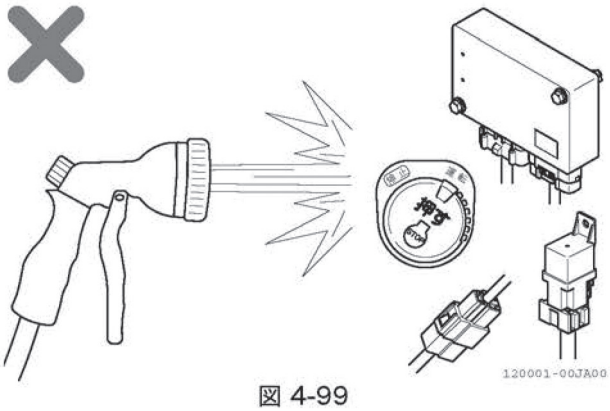

図 4-99
- 高圧洗浄機などにより洗車をするときは、以下の箇所には圧力水をかけないでください。電気部品の故障の原因になります。(図4-99)